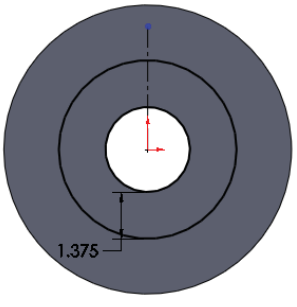

Figure 2-32 *Sketch after drawing the centerline*
12. Specify the endpoint of the centerline by clicking anywhere outside the inner circle, refer to Figure 2-32.
*In Figure 2-32, the display of the relation symbol is hidden for the clarity of figure. To view/hide the relations, choose the **View Sketch Relations** button from the **Hide/Show Items** flyout in the **View (Heads-up)** toolbar. This is a toggle button.*